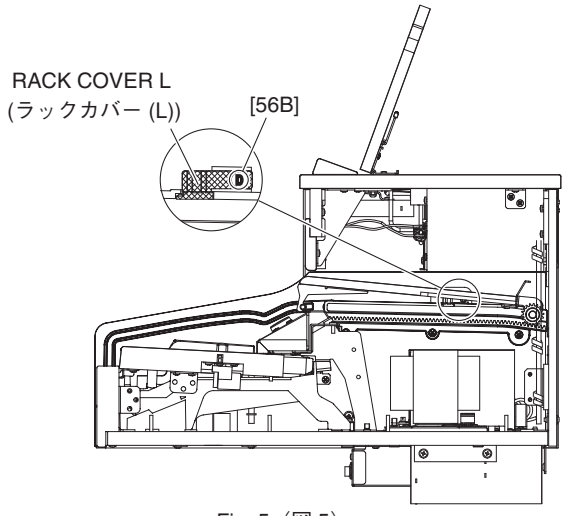

Fig. 5（図 5）
8-3. Remove the screw marked [56B]. The rack cover L can then be removed. (Fig. 5)
8-3. [56B] のネジ 1 本を外し、ラックカバー (L) を外します。(図 5)